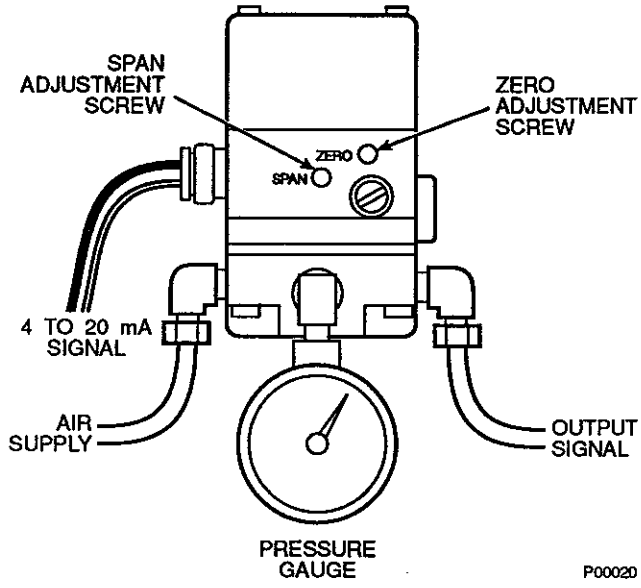

Figure 4-3. I/P Calibration
a. Remove plastic caps from "Zero" and "Span" adjustment holes (Figure 4-3).